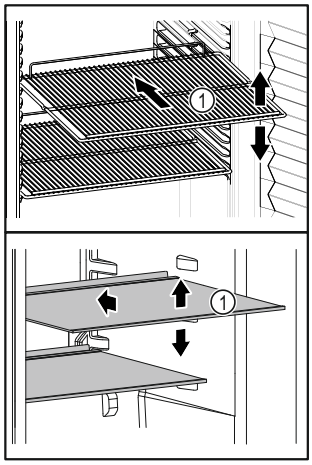

Fig. 58 Voorbeeld
- ❑ Als draagplateaus *Fig. 58 (1)* verstelbaar zijn, kunnen deze in de hoogte worden aangepast.